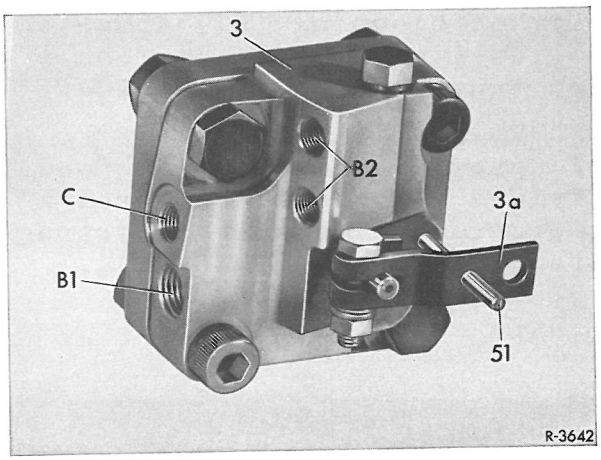

Fig. 32-11/4
8 Niveauregulatoren fikses i nulstilling ved hjælp af stiften (51) (fig. 32-11/4).